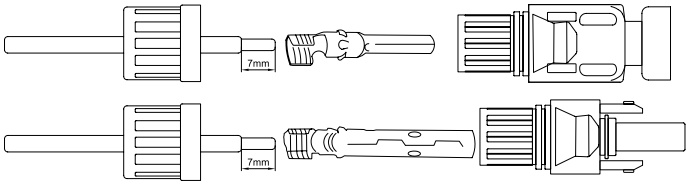

Figure 2.11 Connector Cap Nut
1) Strip about 7 mm of insulation off DC wire and remove connector cap nut (See Figure 2.11).